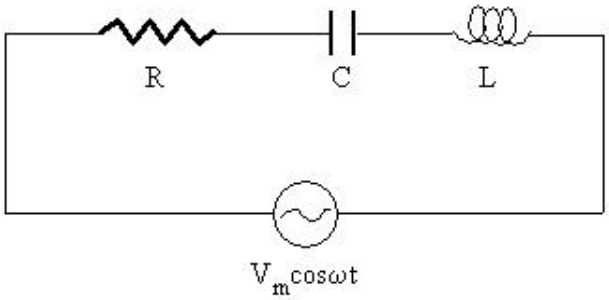

Figure 2. RLC Circuit
You will now study a series RLC circuit, shown in Figure 2. This type of circuit can be tuned to react to certain frequencies. When an alternating current source is applied to the circuit, it will set up a current whose magnitude is largely dependent on the frequency of the source as compared to the "tuned" frequency of the circuit.
1. Consider the RLC circuit shown in Figure 2.
a. (10) In the first part of this project you applied Kirchhoff's loop rule. Now apply the loop rule to this RLC circuit and write a differential equation with current (I) as the dependent variable. Show all your work. HINT: current is the rate of change of charge.
b. (40) Use mathematics to solve the differential equation to find the function for current in the circuit. You may assume that at the moment when the switch is closed, $I = 0$ and $\frac{d}{dt} I = 0$. What is the long-term behavior of the current?
c. (20) Now assume